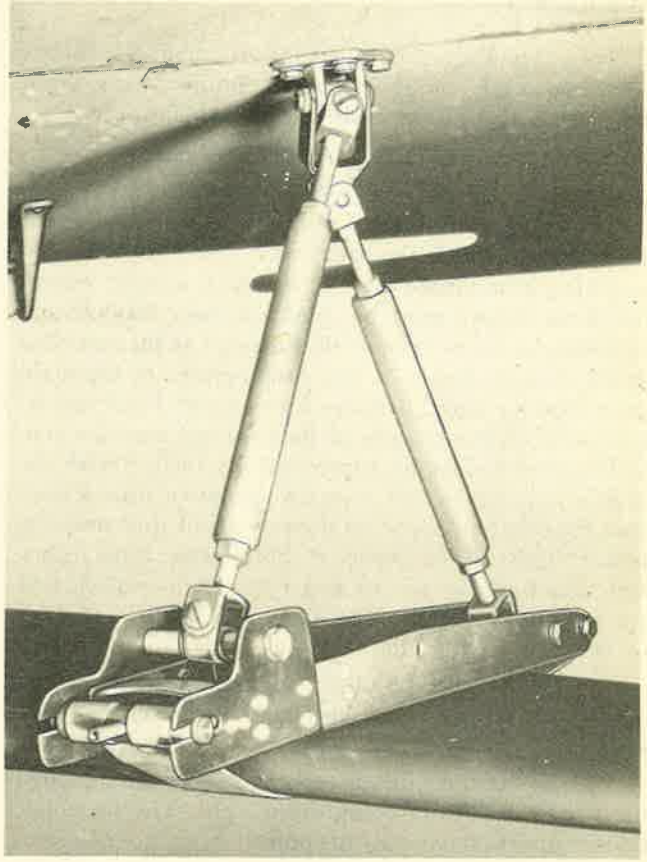

Figure 603—Propeller Blade Support
7. Fasten the clamp assemblies (figure 603) to the propeller blades.